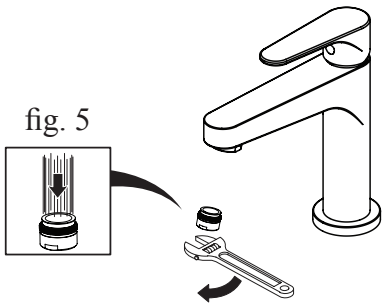

fig. 5
- Dévisser l'aérateur à l'aide d'une clé à molette et rincer l'aérateur (fig. 5).
- Unscrew the aerator using an adjustable wrench and rinse the aerator (fig. 5).